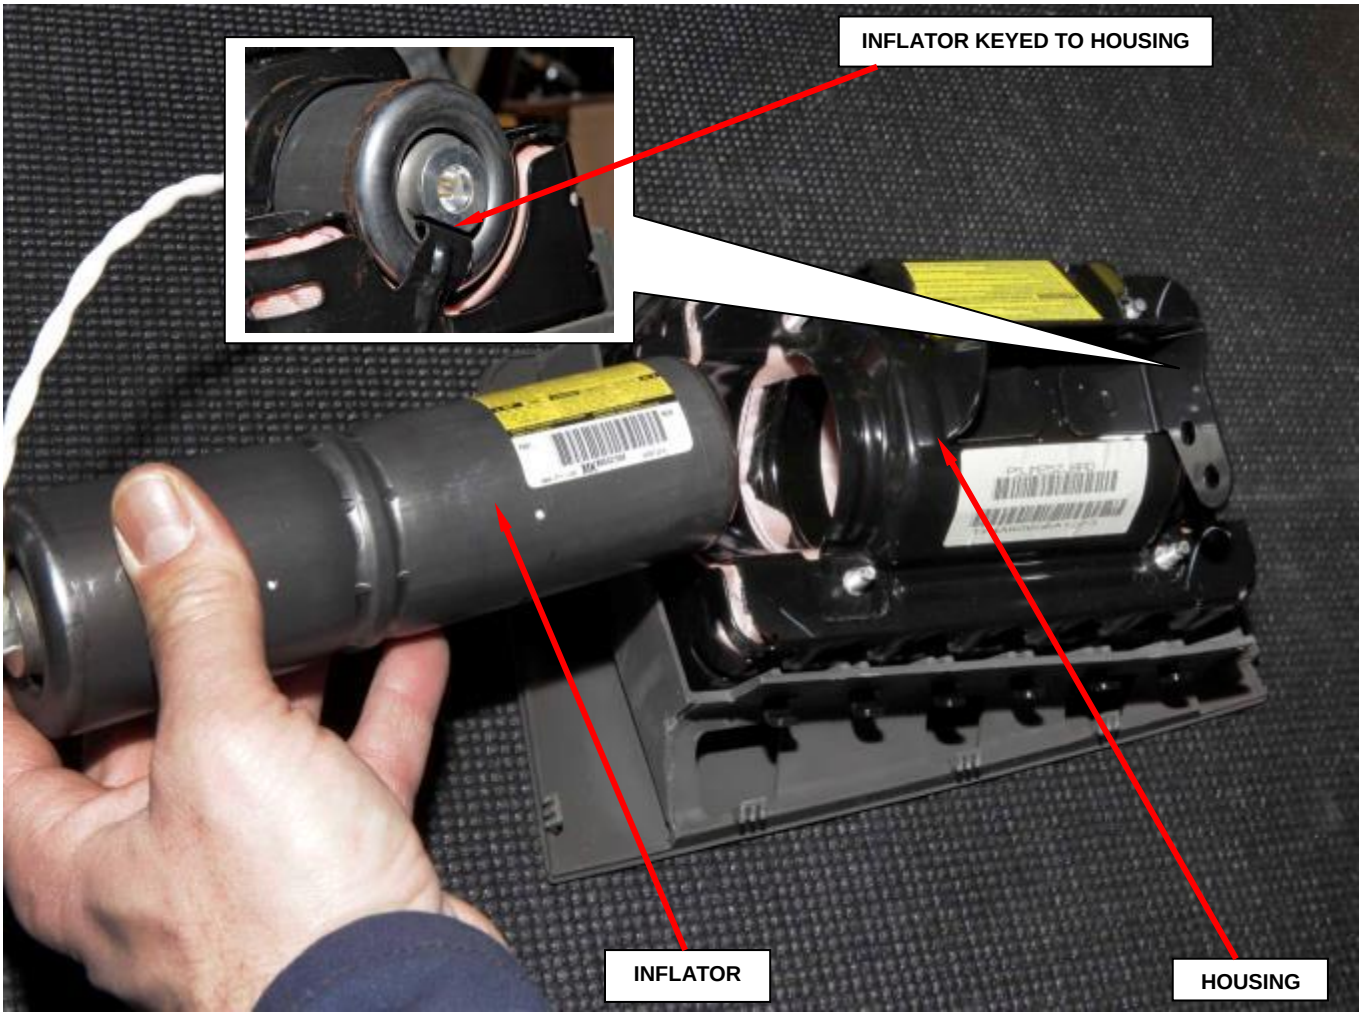

Figure 61 – Inflator Installation
g. Slide the new inflator into the housing (Figure 61).